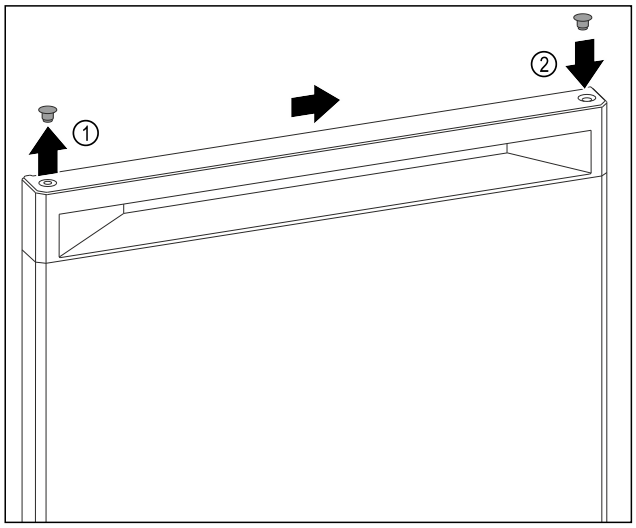

Fig. 7
- ▶ Løft dekselpluggen til dørens overside *Fig. 7 (1)* forsiktig med skrutrekker.
- ▶ Sett inn dekselpluggen på motsatt side. *Fig. 7 (2)*